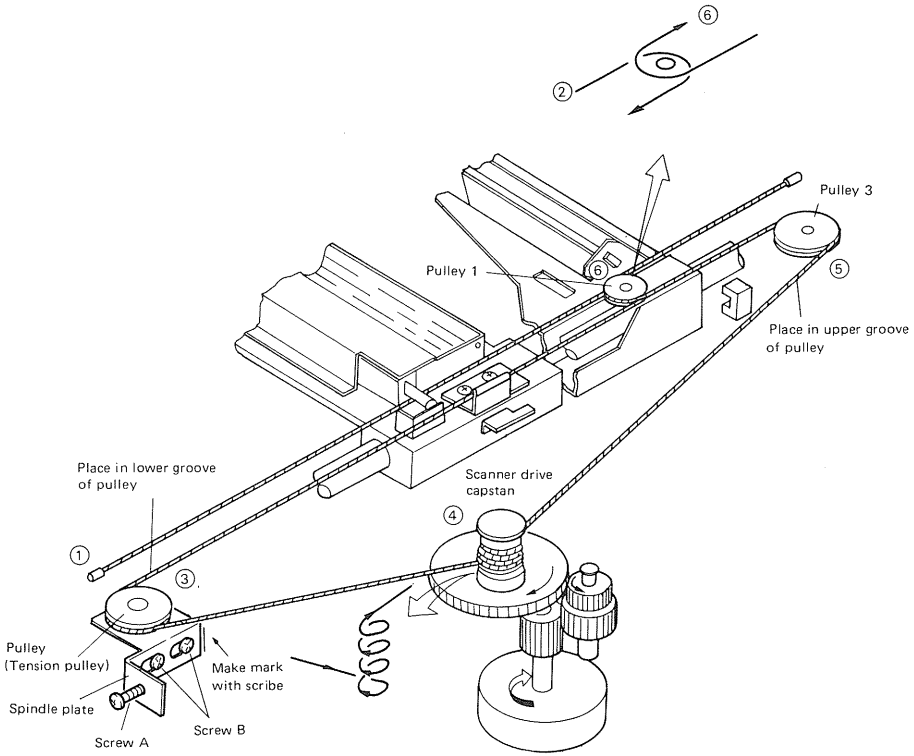

Figure 4-10
1) String the scanner drive cable in the order shown in Figure 4-10.